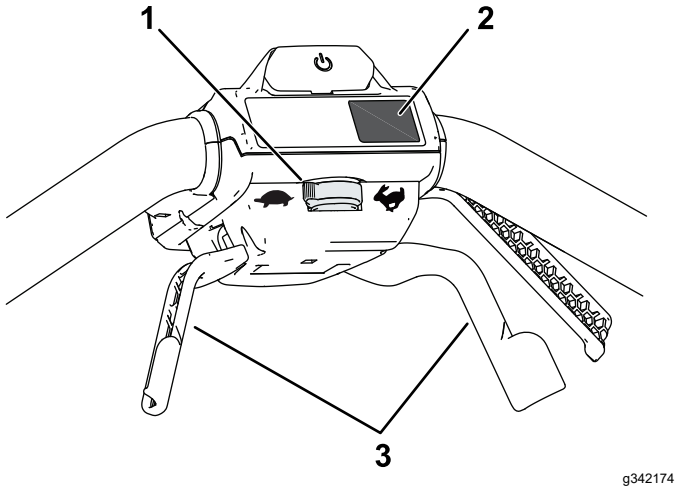

Figur 12
- **Justera hastighetsreglaget för att justera självdrivningens rörelsehastighet (Figur 12).**
- **Koppla in självdrivningen genom att dra självdrivningshandtagen mot handtaget och håll kvar dem där (Figur 12).**
Tryck på MAX-KNAPPEN under på-knappen för att ställa in maskinen på MAXHASTIGHET (Figur 12).